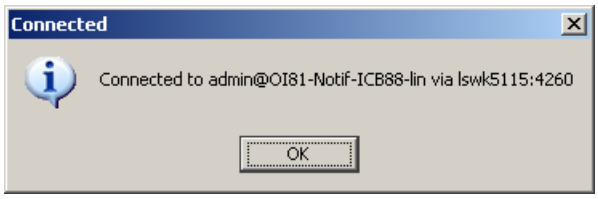

Figure 63 Connection confirmation dialog box
5. Click **Test** to try the remote server connection. If you are connected to the server, the **Connected** dialog box appears as shown in Figure 63 on page 90.